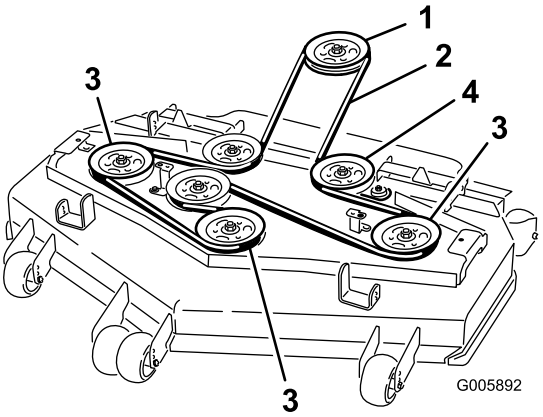

Figur 50
6. Monter den nye rem på remskiverne (Figur 50).